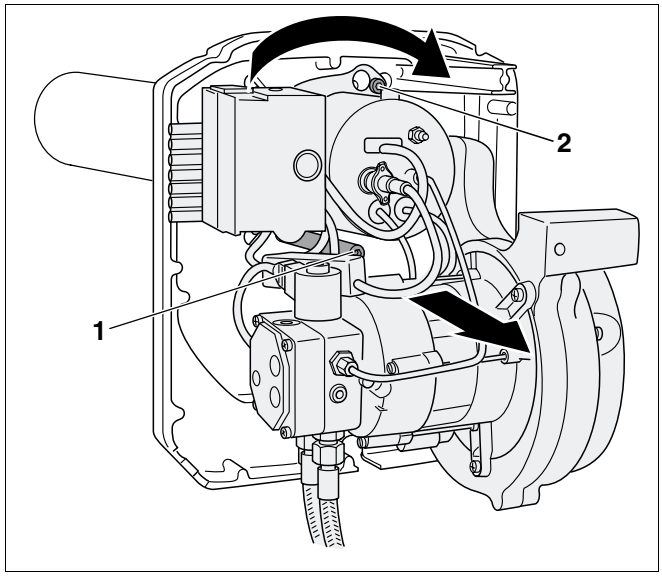

Fig. 19 Smontaggio dell'involucro del bruciatore
- Allentare le viti di fissaggio a baionetta (fig. 19, **pos. 1** e **2**) (non svitare del tutto) e dopo aver leggermente ruotato verso destra (fig. 19) staccare il bruciatore dal pannello posteriore.